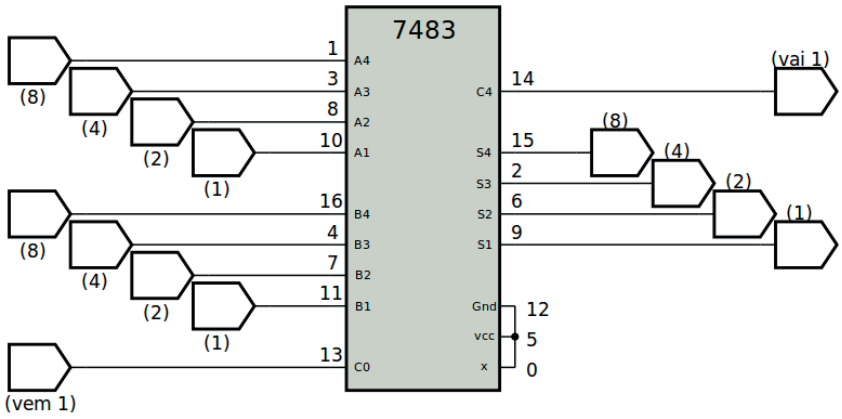
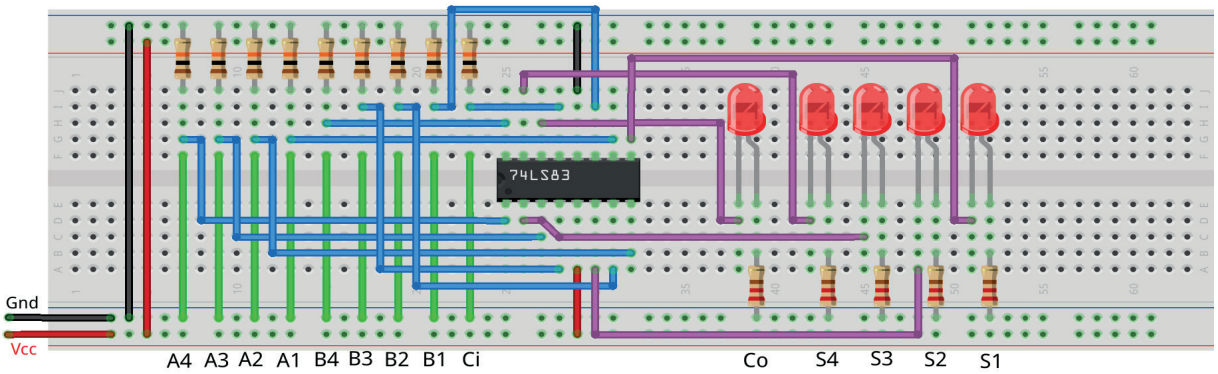

Figura 6.15 – Diagrama esquemático.
Figura 6.17 – Disposição dos componentes (TTL) na placa de montagem.
1. Monte o circuito da figura 6.15 na placa de montagem, conforme figura 6.17 (versão TTL) ou 6.18 (versão CMOS).
4. Utilize um programa de simulação em computador (SmartSim, Atanua, Qucs) faça a simulação do circuito da figura 6.15. Compare os resultados com a tabela 6.6.